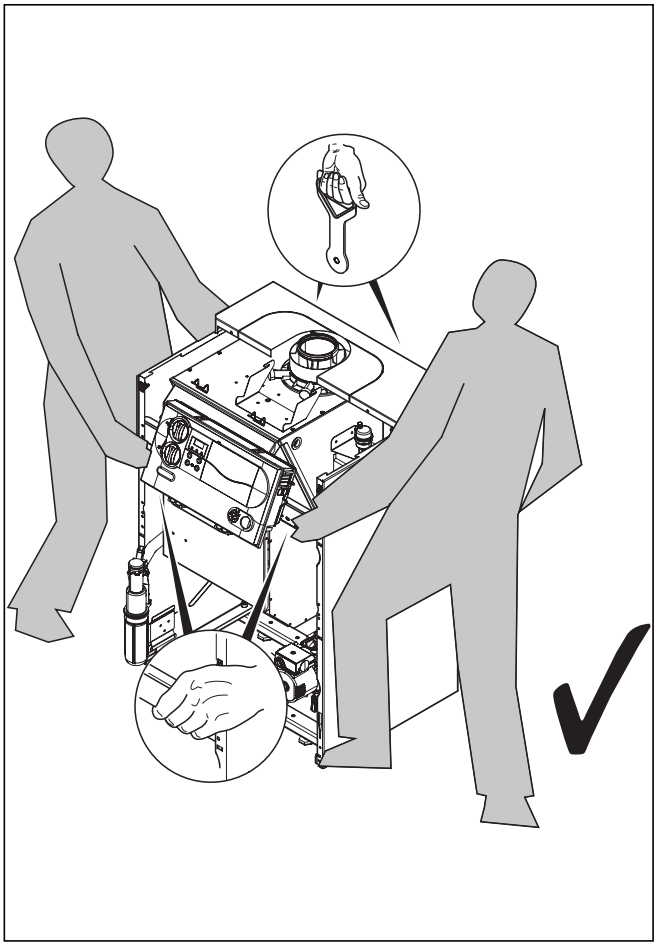

Rys. 4.2 Prawidłowe transportowanie
- Za pomocą jednej ręki wziąć uchwyt w tylnej części i za pomocą drugiej ręki wziąć dźwigar pomiędzy ściankami bocznymi w części przedniej i przenieść kocioł grzejny do potrzebnego miejsca (patrz rys. 4.2).
Kocioł transportować zawsze zgodnie z rys. 4.2. W przeciwnym razie może dojść do uszkodzenia kotła.